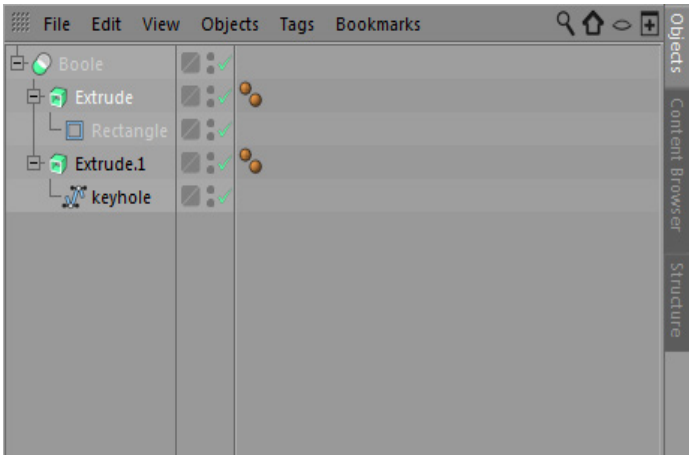
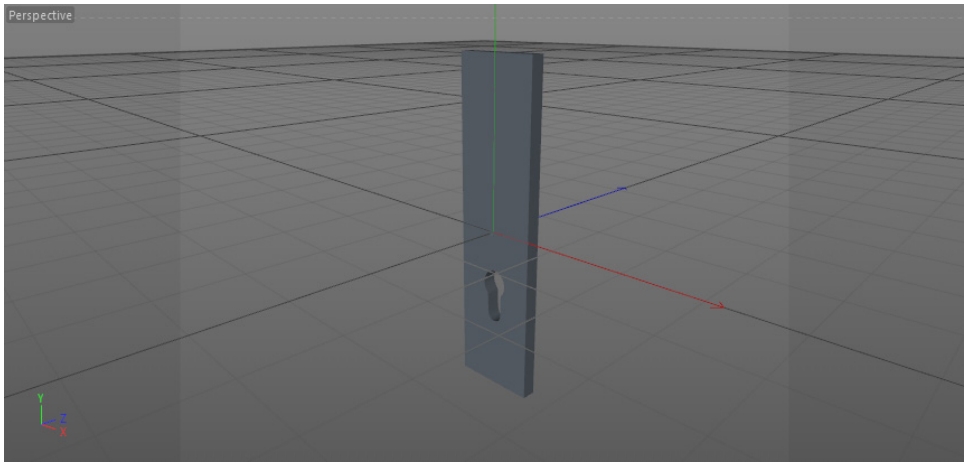

Figure 2-17 *Extrude connected to Boole*
Figure 2-18 *The hole created in the Perspective viewport*
9. In the Object Manager, select *Extrude* and press and hold the left mouse button; the shape of the cursor is changed. Next, drag *Extrude* to *Boole*; *Extrude* is connected to *Boole*, as shown in Figure 2-17. Also, *keyhole* is subtracted from *Extrude* and a hole is created in the Perspective viewport, as shown in Figure 2-18.